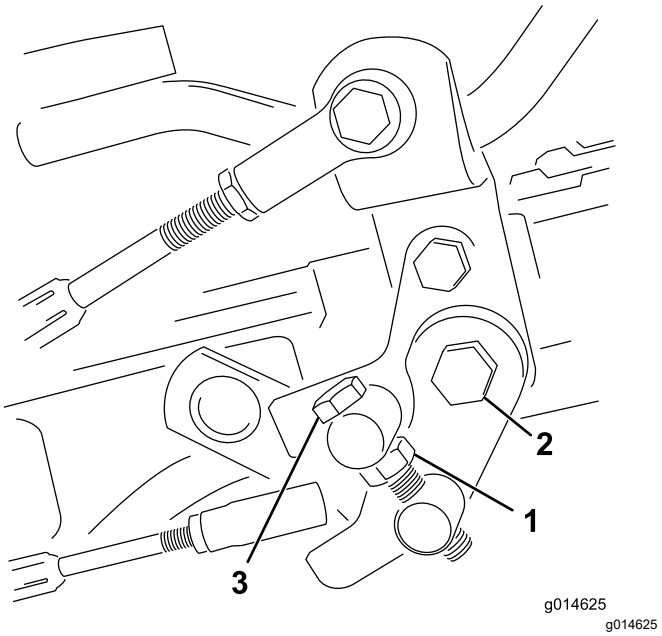

Figur 39
1. Lossa kontramuttern på justeringsbulten (Figur 39).
4. Dra åt kontramuttern på justeringsbulten och muttern på pedaltappen för att låsa justeringen (Figur 39). Kontrollera justeringen och ändra vid behov.